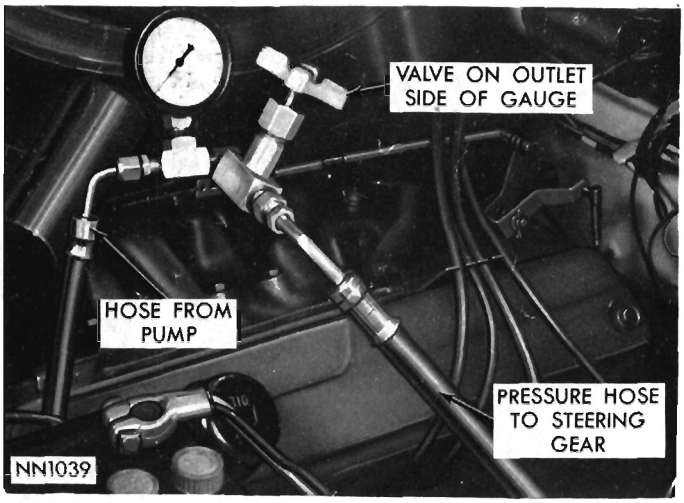

Fig. 3—Pressure Test
(1) Inspect fluid level in reservoir. Fill to correct level indicated on dip stick if necessary.
(2) Measure belt tension and correct if necessary. See "Cooling System," Group 7.
(3) Disconnect the high pressure hose at the steering gear and connect the free end of the hose to the gauge side of C-3309B. Connect a second pressure hose from the valve side of C-3309B to the steering gear. The valve must be installed on the outlet side of the gauge (Fig. 3).
(4) Insert thermometer in fluid reservoir, start engine and warm up fluid to a temperature between 150 and 170 degrees Fahrenheit.